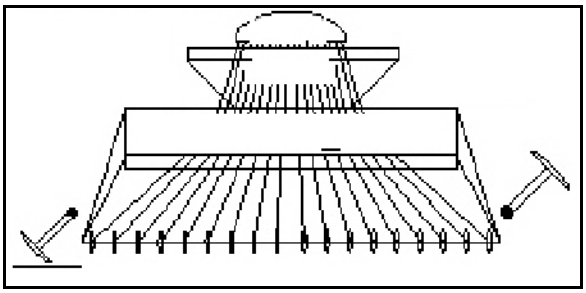

Fig. 46
- Display, left track marker in use, right track marker not in use (Fig. 46)